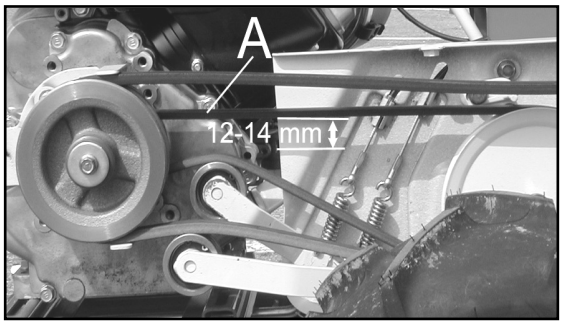

Figure 30
• Quand vous appuyez sur cette courroie avec un doigt (A,Figure 30) la flèche doit être comprise entre 12 et 14 mm (Figure 30). Si tel n'est pas le cas, modifier la tension du câble de commande de la transmission. Remettez le carter de protection et vissez ses vis de maintient.